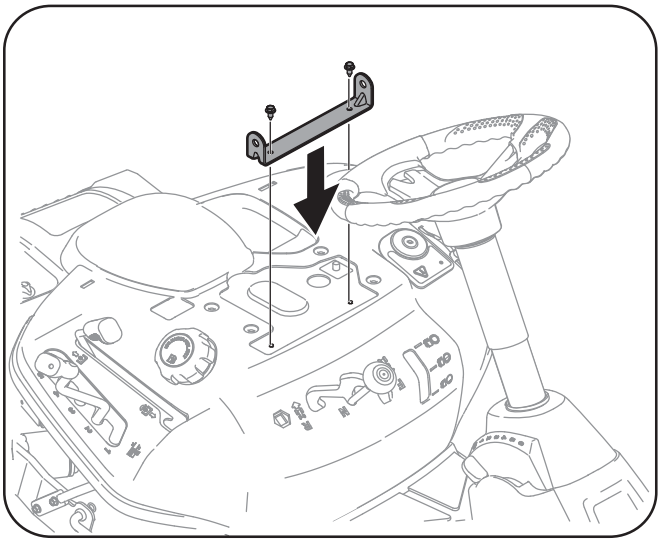

Figure 3-6
3. Alignez le support de siège en place sur les trous d'où les deux vis autotaraudeuses ont été retirés, voir la Figure 3-6.
4. À l'aide d'une clé à cliquet de 1/4'' et d'une douille de 3/8'', fixez les vis autotaraudeuses retirées à l'étape 2 sur le support du siège. Voir Figure 3-6.